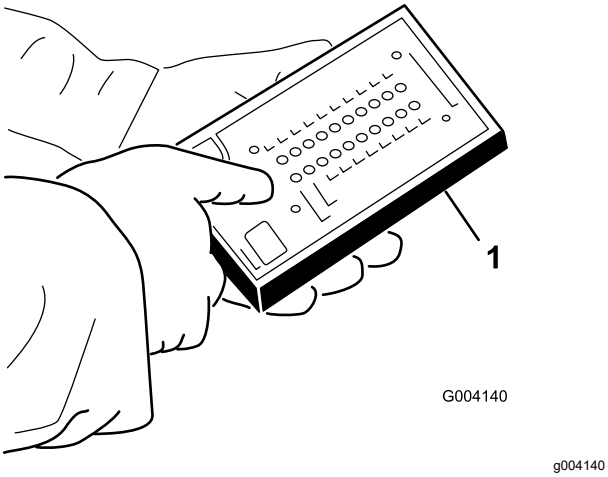

Figuur 42
5. Bevestig de stekker van de Diagnostische ACE aan de connector van de kabelboom (Figuur 42).